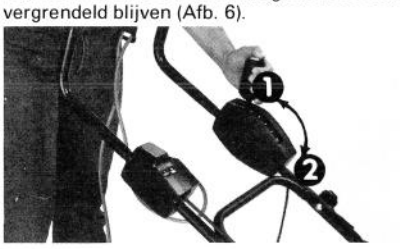

Afbeelding 6
2. Neem het handvat voor het afstellen van de maaihoogte ter hand en duw de knop in. Om de maaier dichter bij de grond te brengen duwt u het handvat van u af; teneinde de maaier verder van het grasoppervlak te verwijderen, trekt u het handvat naar u toe. Wanneer de gewenste maaihoogte bereikt is, laat u de knop los; het handvat zal zo in de gewenste stand vergrendeld blijven (Afb. 6).